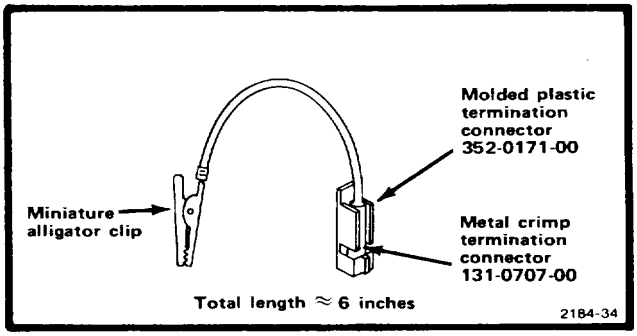

Figure 4-19. Suggested construction for a shorting strap calibration fixture.
----- 1. Install a shorting strap (Fig. 4-19) from TP1790, TP1795, and TP1820 (Fig. 4-15), to chassis ground.